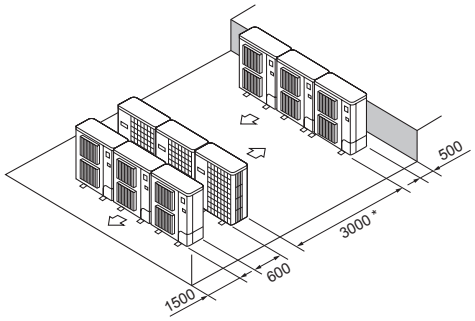

Fig. 2-18
⑥ Disposition pour plusieurs appareils parallèles (Fig. 2-18)